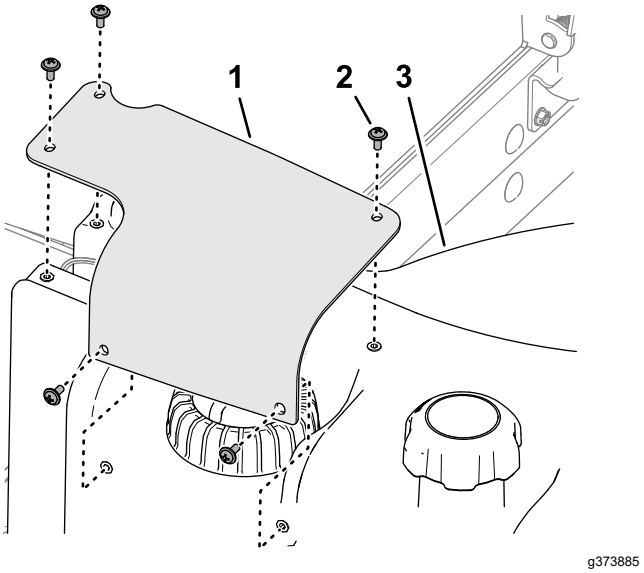

Figuur 96
7. Lijn de openingen in de kap van de brandstofsensor uit met de openingen in de brandstoftank en bevestig de kap aan de tank met de 5 kruiskopschroeven (Figuur 96).